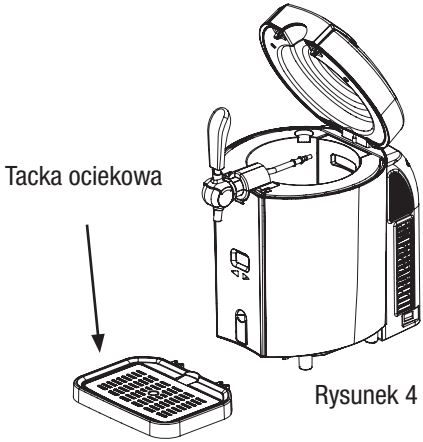

Rysunek 4
3. Wsunąć tackę ociekową w przewidziany do tego celu rowek (Rysunek 4).